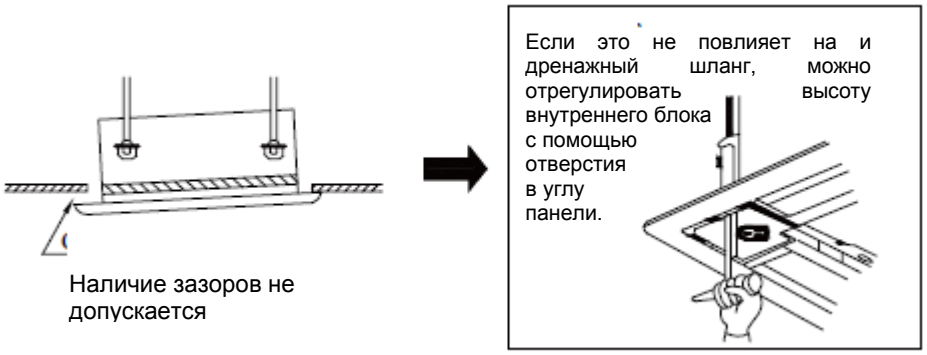

Рис. 15
2. Если после закручивания винтов между потолком и панелью остается зазор, отрегулируйте высоту внутреннего блока, как показано на Рис. 15.